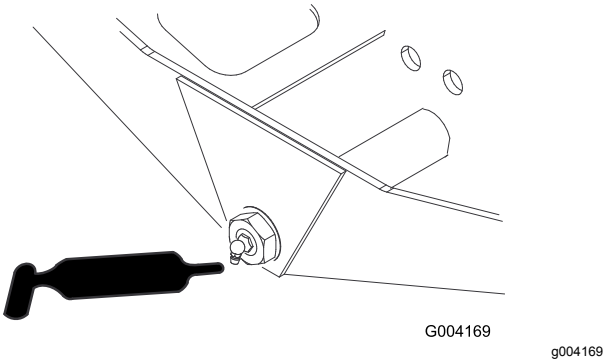

Figur 80
- Akselstyretap (1) (Figur 80)